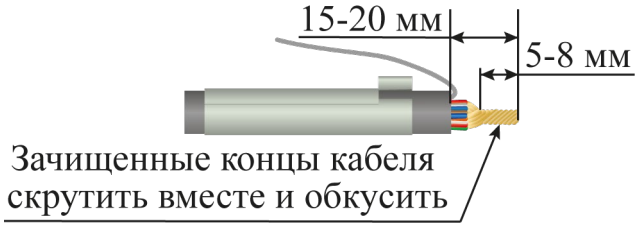

Рисунок 4.14
– зачищенные концы кабеля скрутить вместе и обкусить так, чтобы длина зачищенных концов составила 5 – 8 мм (рисунок 4.14);